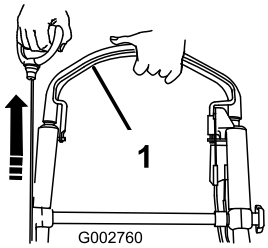

Figur 23
2. Hold knivkontrollbøylen mot håndtaket og trekk i tilbakespolingsstarteren (Figur 23).